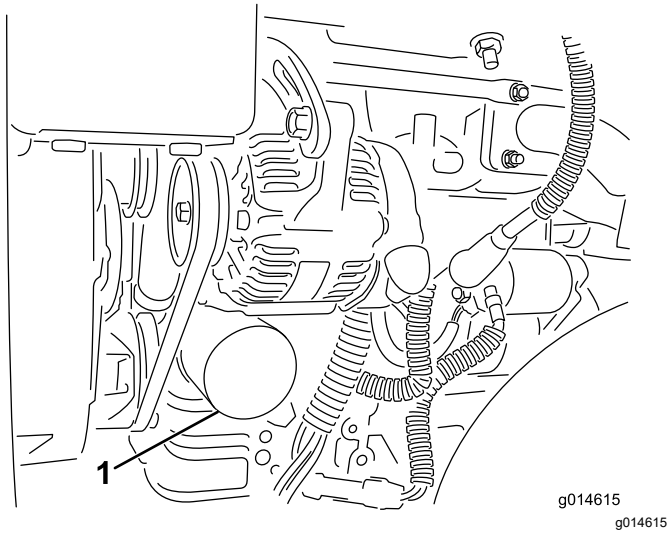

Rysunek 32
2. Wyciągnij filtr oleju (Rysunek 32). Nałóż cienką warstwę czystego oleju na uszczelkę nowego filtra.